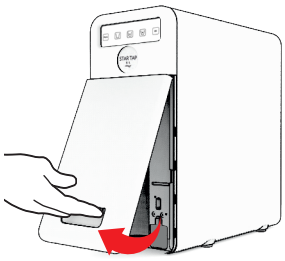

Fig. 1-13
25.1 - Estrarre lo sportello frontale in plastica riponendolo in posizione di sicurezza, vedi Fig.1-13.